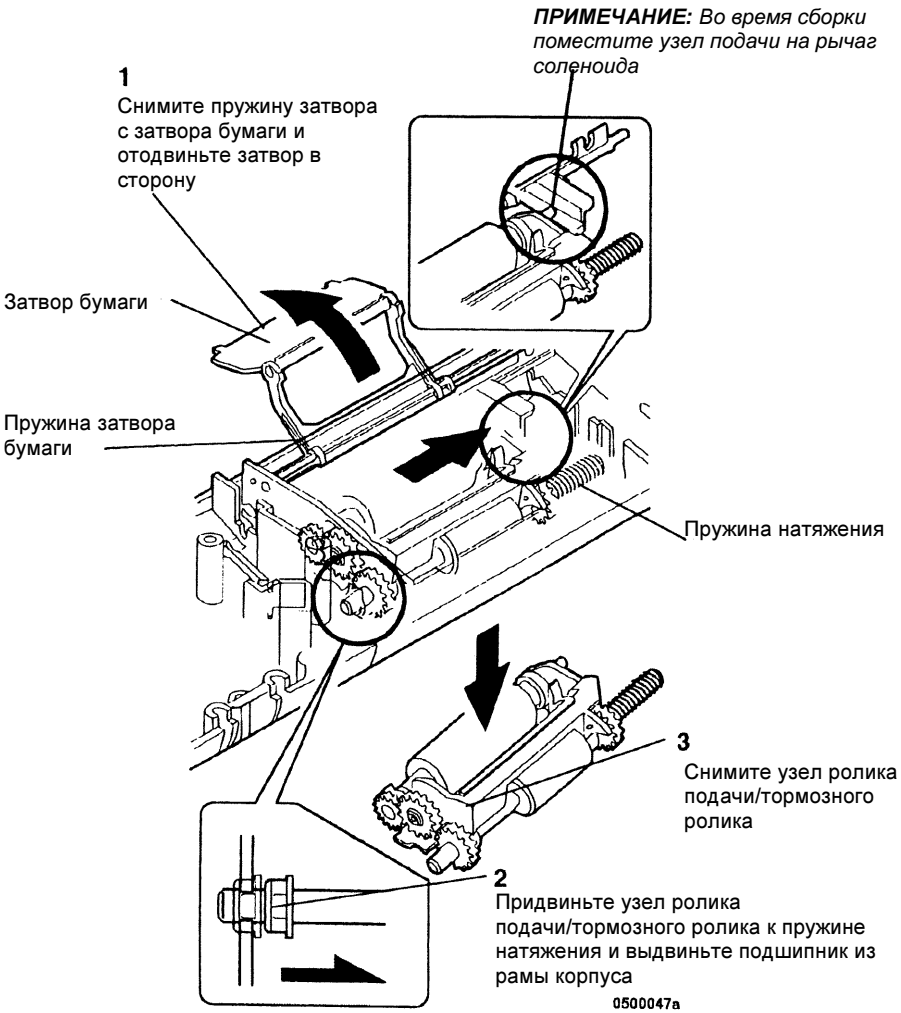

Рисунок 2 Снятие узла подачи
3. (Рисунок 2): Снимите узел ролика подачи/тормозного ролика DSDF.